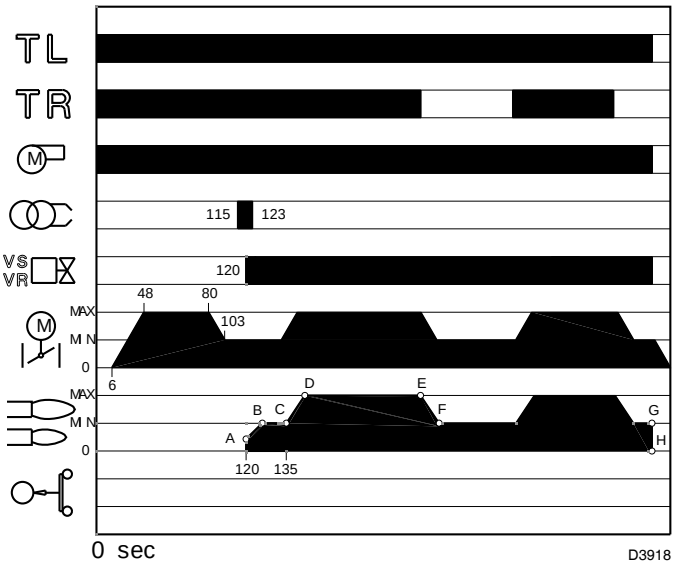

Fig. 42
0s: TL closes. Fan motor starts (Fig. 42)
119s: Safety valve VS and adjustment valve VR (rapid opening) open. The flame is ignited at a low output level, point A (Fig. 42).
Output is then progressively increased, with the valve VR opening slowly up to MIN. output, point B (Fig. 42).
Once the starting cycle has come to an end, control of the servomotor passes on to the TR that controls boiler temperature or pressure, point C (Fig. 42).
- ➤ If the temperature or pressure is low (and the TR load control is consequently closed), the burner progressively increases its output to the MAX. value, section C-D (Fig. 42).
- ➤ If subsequently the temperature or pressure increases until TR opens, the burner progressively decreases its output to the MIN. value (section E-F) (Fig. 42).
- ➤ The burner locks out when the demand for heat is less than the heat supplied by the burner in min. output, section G-H (Fig. 42).